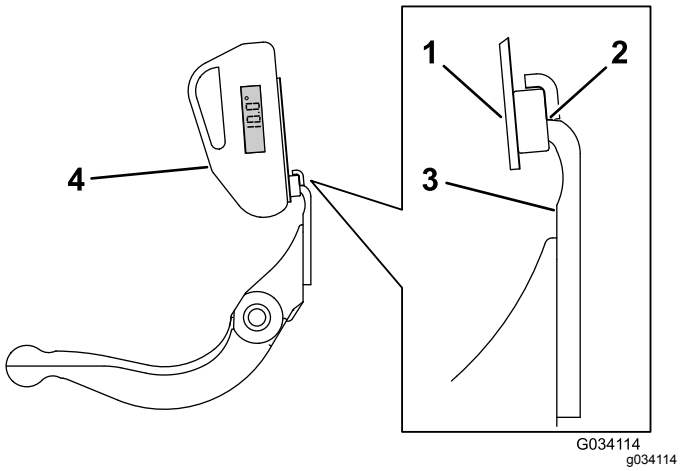

Figuur 67
3. Plaats de steun van de hoekindicator op de rand van het ondermes zodat de rand van de magneet aansluit op de rand van het ondermes (Figuur 67).
4. Plaats de hoekindicator op de steun zoals getoond in Figuur 67.